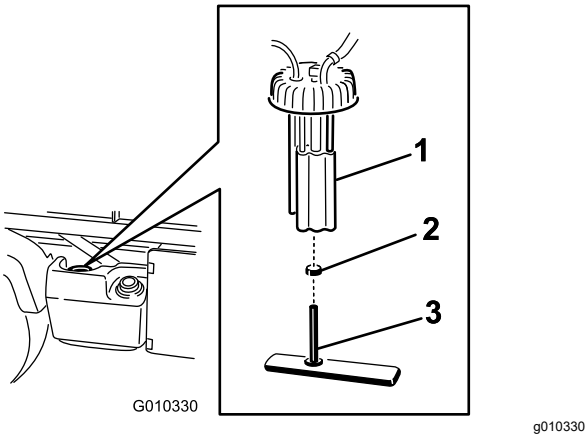

Figur 47
2. Koppla bort kablagekontakterna från bränslepumpen (Figur 47).
3. Lossa slangklämman och koppla bort bränsleledningen från locket till bränslepumpen (Figur 47).
4. Ta bort locket till bränslepumpen längst upp på bränsletanken (Figur 47).
5. Ta bort bränslepumpen och bränslefiltret från tanken (Figur 47).
7. Ta bort slangen från fästet (Figur 47).